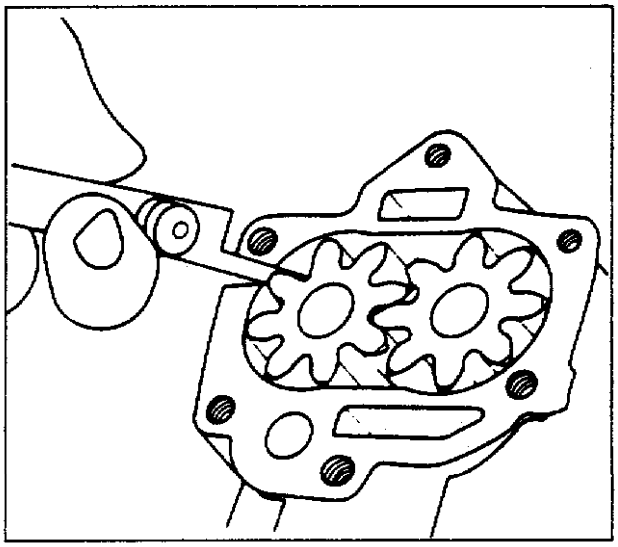

图 1-1-17　油泵侧隙检查
(4)见图 1-1-17,检查油泵侧隙。侧隙为 0.04~0.08mm。